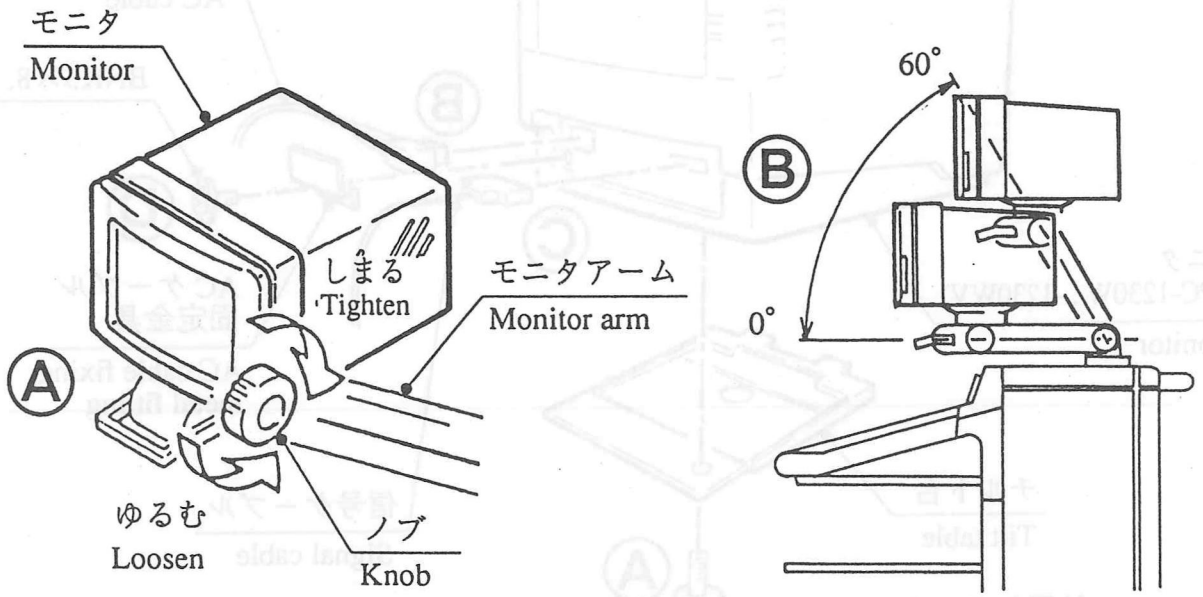

図4 Fig. 4
(1) モニタの上下移動はノブをゆるめて行い、適正位置でノブを締めて固定する。(図4 Ⓐ)
(2) モニタアームの上下の可動範囲は、0° ～ 60° の範囲。(図4 Ⓑ)
(1) To shift the monitor vertically, first loosen the arm knob, and after duly positioning the monitor, tighten the knob to fasten the monitor down. (Ⓐ in Fig. 4)
(2) The monitor arm swings vertically over a 0° to 60° range. (Ⓑ in Fig. 4)